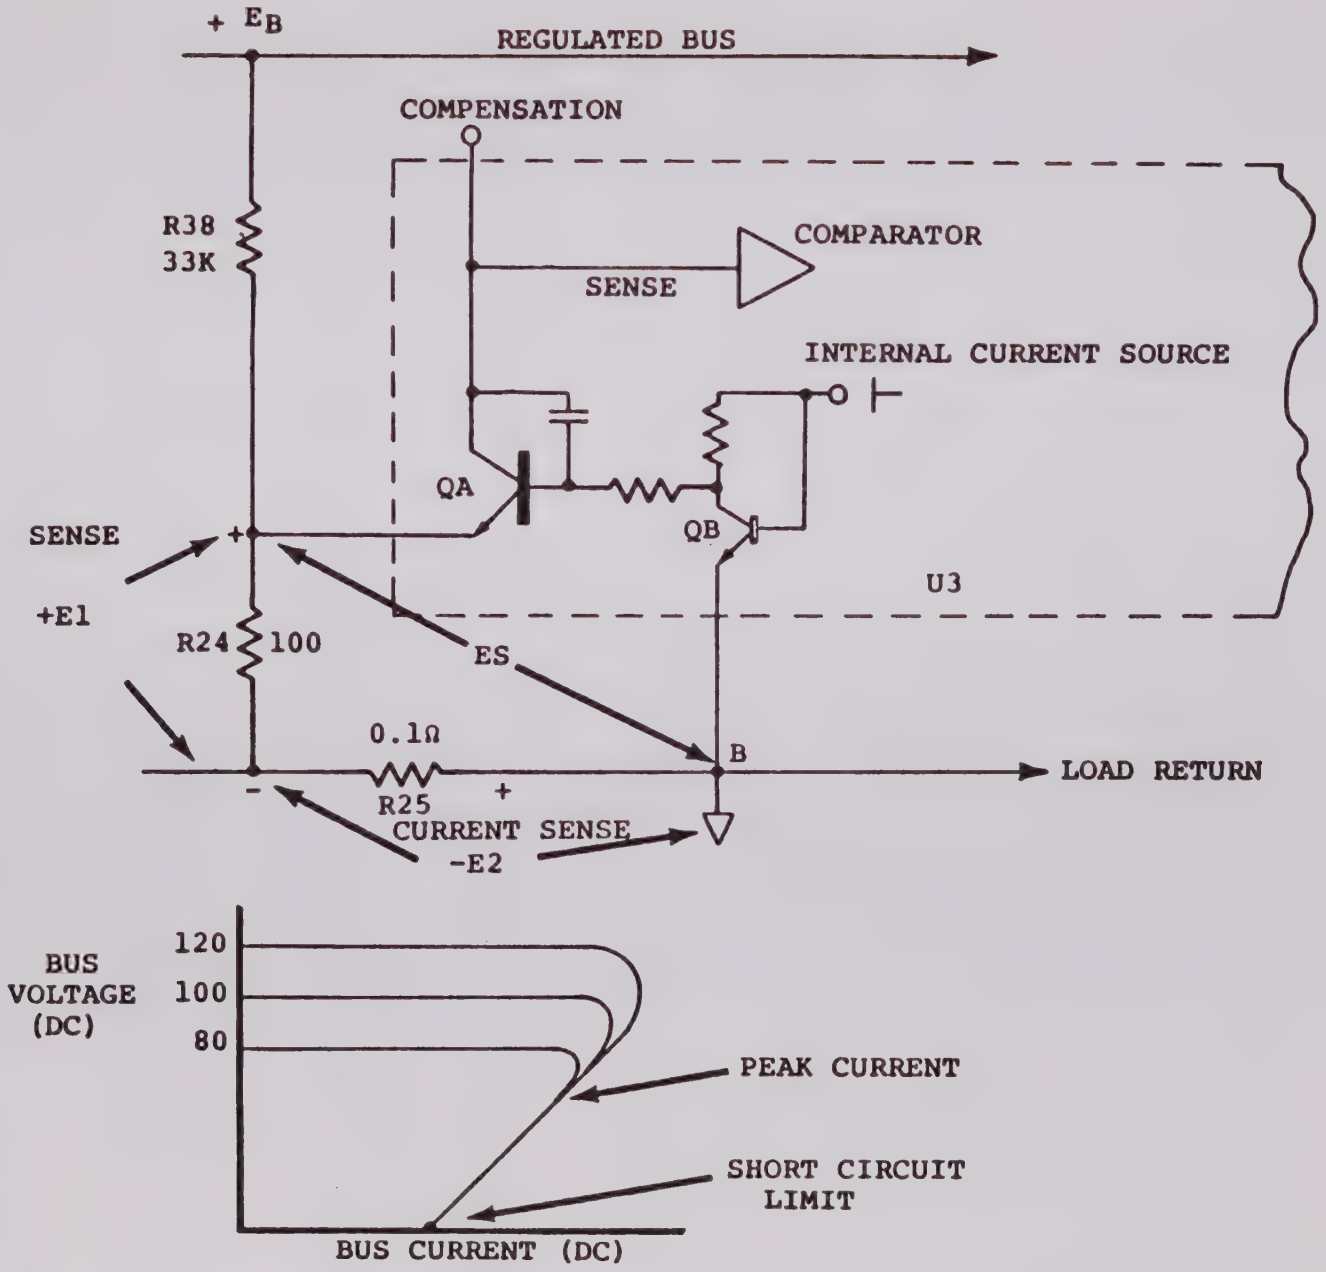

FIGURE 4-12 SIMPLIFIED SCHEMATIC-SWITCH REGULATOR CURRENT LIMITER
b. Current Limiting. The function of the Foldback Limiting Circuit is to limit the current output of the Switch Regulator. This subsequently limits current through the Power Inverter and High Voltage Supplies. In Figure 4-12 the transistor marked QA is used to sense the voltage between point (A) on QA and point (B). ES is selected so that during normal operation QA is turned off. When QA is turned-on, the width of the pulses from U3 are reduced. QA operates with a built-in threshold of 0.2 VDC.
Figure 4-12). This progressive cycle is known as current foldback, therefore, the current limiter of the Switch Regulator is described as as foldback current limiter.
The function of transistor QB (Figure 4-12) is to provide temperature compensation for the current limiter.